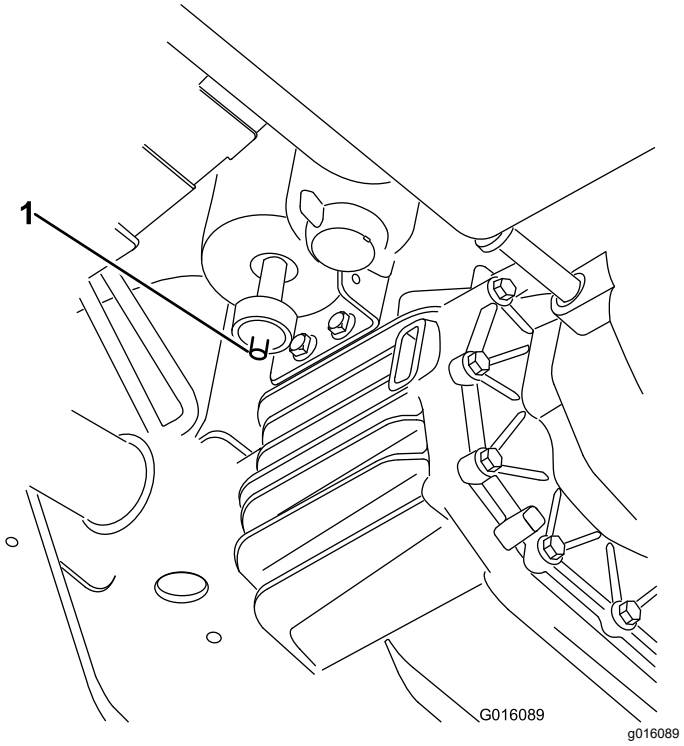

**Figura 37**
1. Localice el filtro de aire en la parte inferior del cartucho de carbón (Figura 37).